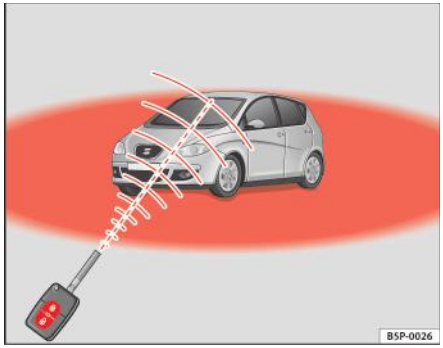

Fig. 63 Raza de acțiune a telecomenzii
- Telecomanda funcţionează numai dacă vă aflaţi în raza sa de acţiune ⇒ pagina 108, fig. 63 (zona roşie).
- Dacă automobilul este descuiat utilizând butonul (1), acesta va fi încuiat din nou automat dacă niciuna dintre uşi sau portbagajul nu sunt deschise în interval de 30 de secunde de la descuierea automobilului. Această funcţie previne lăsarea automobilului descuiat dacă butonul de descuiere este apăsat accidental.